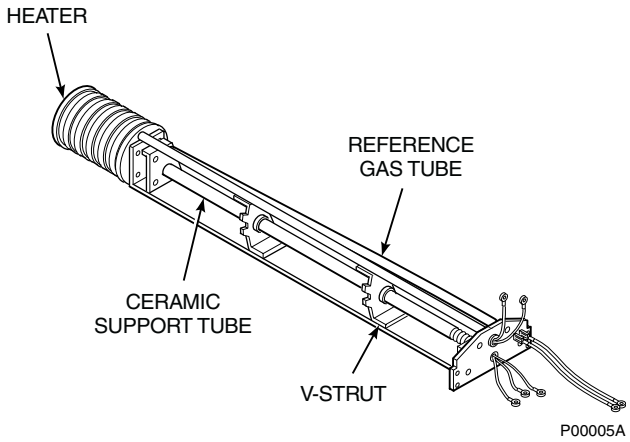

Figure A-5. Inner Probe Assembly
The inner probe assembly, Figure A-5, consists of six main parts:
d. A platinum screen pad which forms electrical contact with the inner electrode of the electrochemical cell. (Not visible in Figure A-5; located at end of ceramic support rod.) The pad is attached to an inconel wire which carries the signal to the terminal strip.